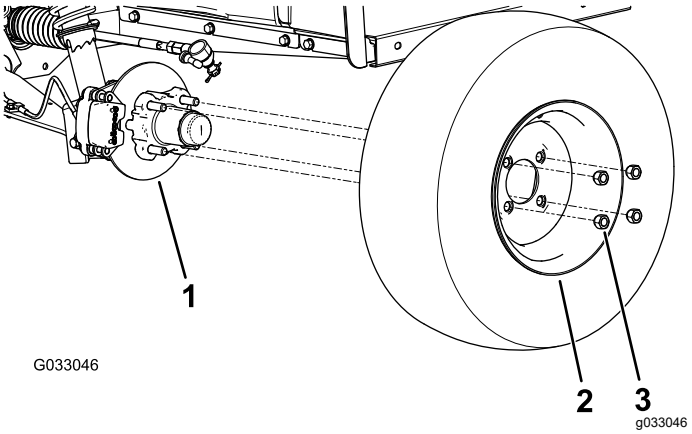

Figura 32
2. Retire as 4 porcas de rodas que prendem a roda ao cubo (Figura 32).
4. Alinhe os orifícios na roda com os pinos do cubo e monte a roda no cubo com a haste da válvula para fora (Figura 32).
5. Prenda a roda ao cubo utilizando as porcas das rodas (Figura 32).